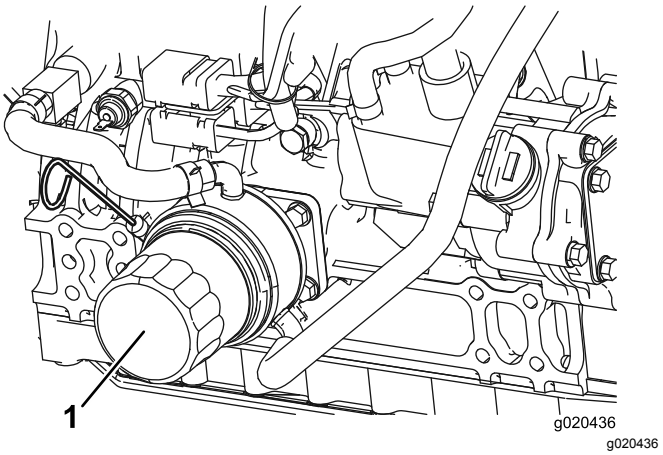

**Figur 75**
2. Fjern oliefilteret (Figur 75). Smør et tyndt lag ren olie på det nye filters pakning, før det skrues på. **Overspænd ikke.**